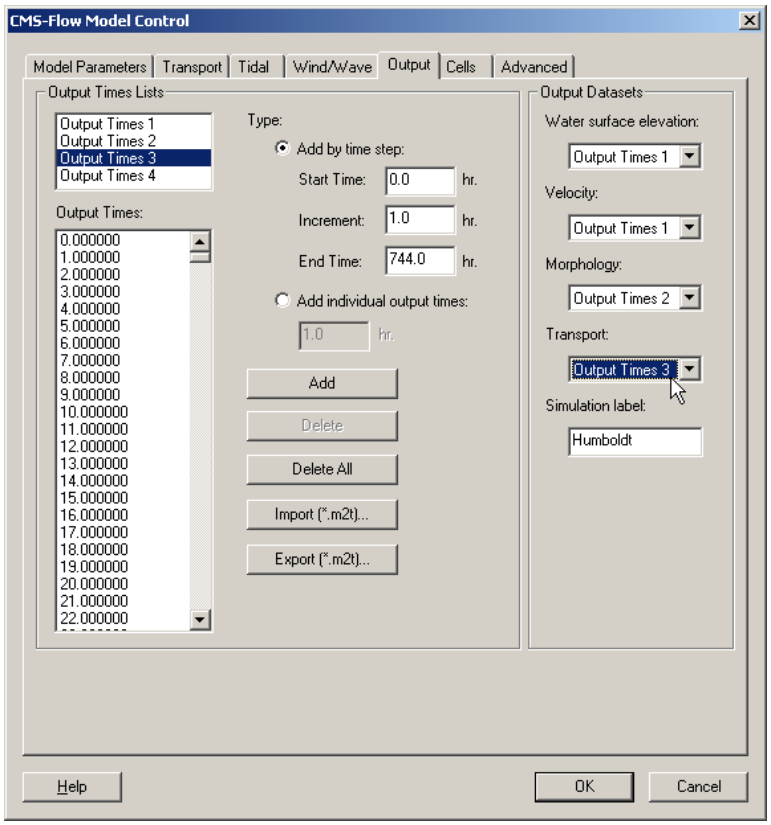

Figure 42. CMS-Flow Model Control: Output tab for specifying time series output of CMS-Flow calculated datasets. Following Step 4.
4. The same can be done for *Transport*, which should normally be set to an *Increment* on the order of the tide or wave time series (<3hrs; typically 0.5-1.5hrs), and it is suggested that it be set to 1 hour output increment for *Output Times 3* (Figure 42), *OK*.